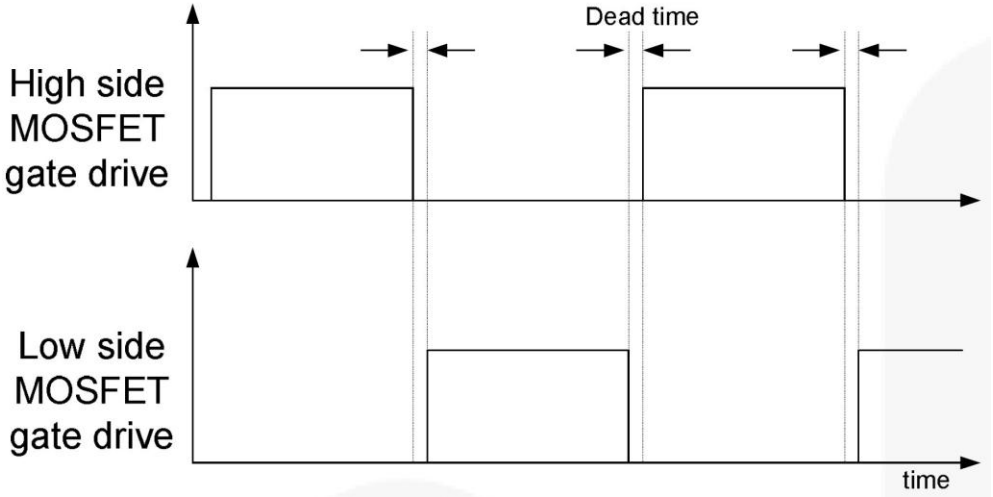

Рис. 15. Сигналы управления затворами MOSFET
1. Базовые операции: FAN7621S предназначена для управления верхним и нижним MOSFET транзисторами полумоста с 50% заполнением рабочего цикла. Фиксированной мертвое время 350ns вводится между последовательными переходами, как показано на рис. 15.